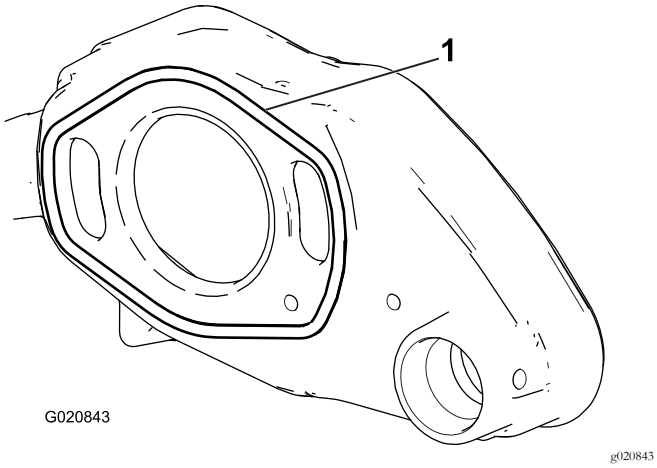

Figuur 5
1. Monteer de nieuwe O-ring aan de achterkant van de groomerbehuizing en smeer de zichtbare oppervlakken van de O-ring licht in met synthetisch smeervet (Figuur 5).